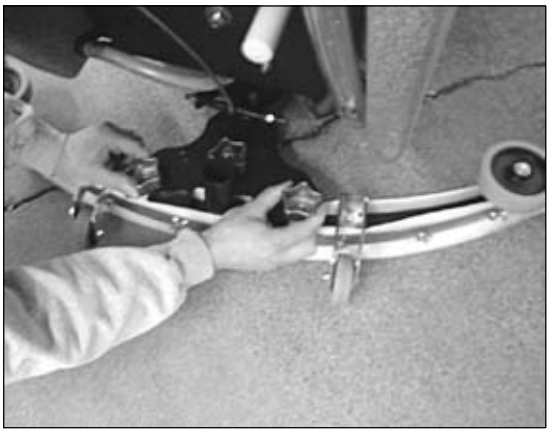

FIGURE 7.
2. LOOSEN THE TWO KNOBS ON THE SQUEEGEE AND SLIDE THEM INTO THE SLOTS IN THE SQUEEGEE MOUNTING PLATE. THE SQUEEGEE TRAIL WHEELS SHOULD FACE OUTWARD. *(SEE FIGURE 7.)*